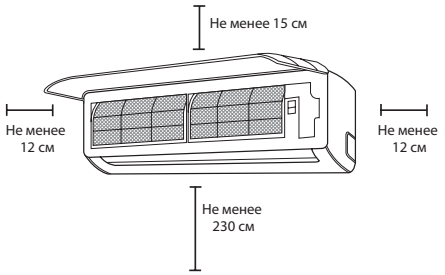

Рис. 1
- Обеспечьте свободное пространство для монтажа и обслуживания кондиционера, а также для установки дренажного шланга (см. схему расположения элементов рис.1).